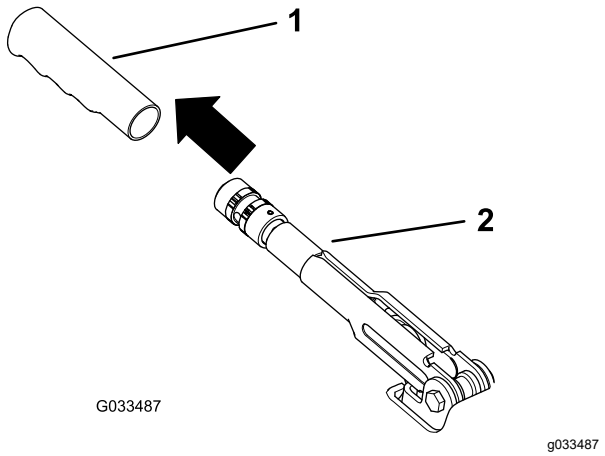

Figuur 64
1. Verwijder de rubberen handgreep van de parkeerremhendel (Figuur 64).